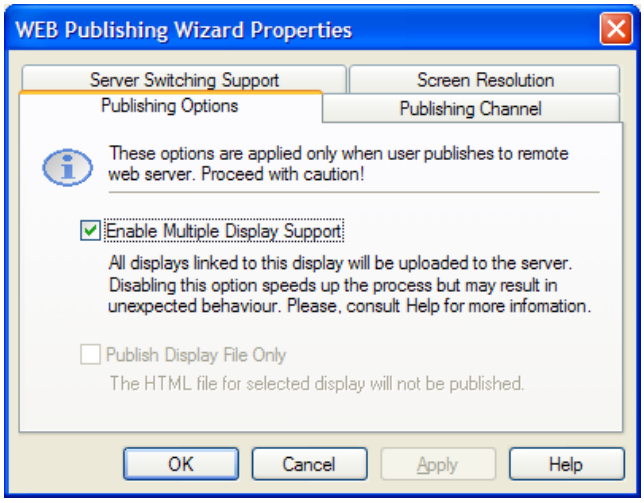

Figure L6.3: Publishing Options
4. View the **Publishing Options** tab of the Advanced properties, as shown in **Figure L6.3.** We will leave the **Multiple Display Support** enabled, so that all of the Acme displays will be posted to the Web server, and analyzed together for the one HTML page to be created.